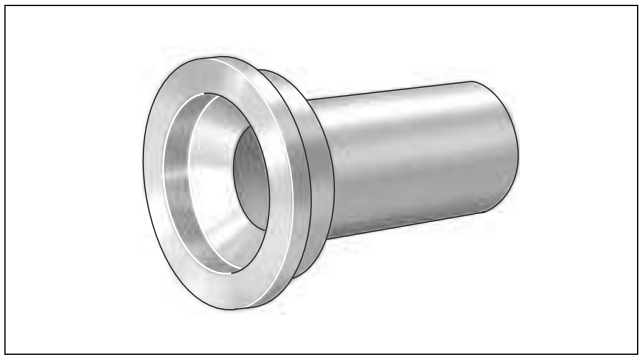

Figure 3-47. Sprocket Shaft Oil Seal Installer (Part No. HD-39361A)
d. Slide SPROCKET SHAFT OIL SEAL INSTALLER (HD-39361A) over pilot until it contacts oil seal. See Figure 3-47.